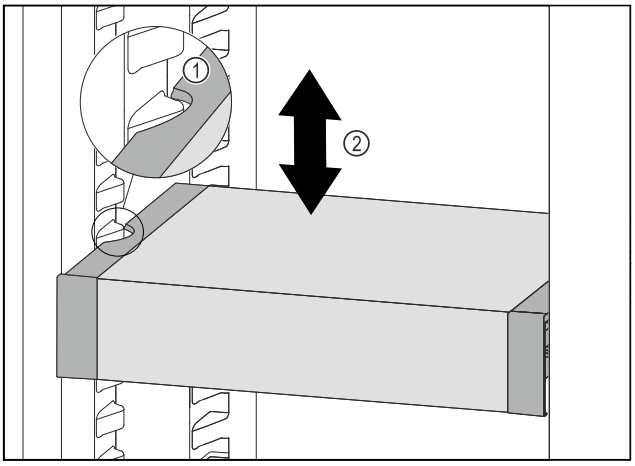

Fig. 173
▶ Tirer le VarioSafe vers l'avant jusqu'à ce que les encoches latérales du VarioSafe soient à la hauteur de la nervure du bac dans la partie réfrigérateur. *Fig. 173 (1)*
▶ Déplacer le VarioSafe vers le haut ou vers le bas dans la partie réfrigérateur jusqu'à ce que la hauteur souhaitée soit atteinte. *Fig. 173 (2)*